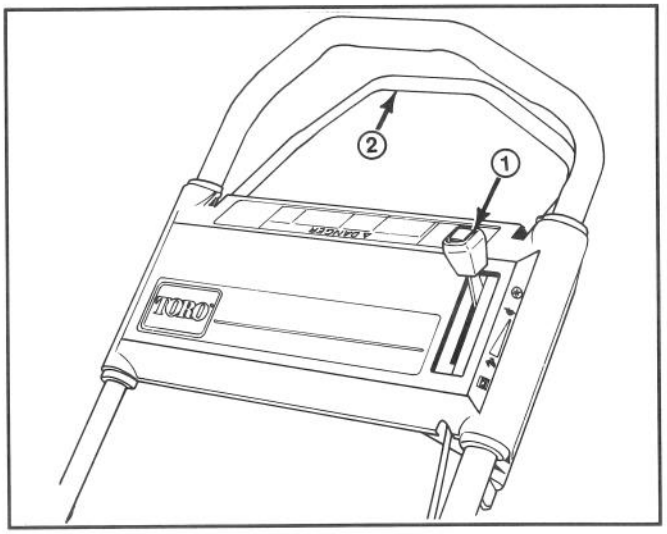
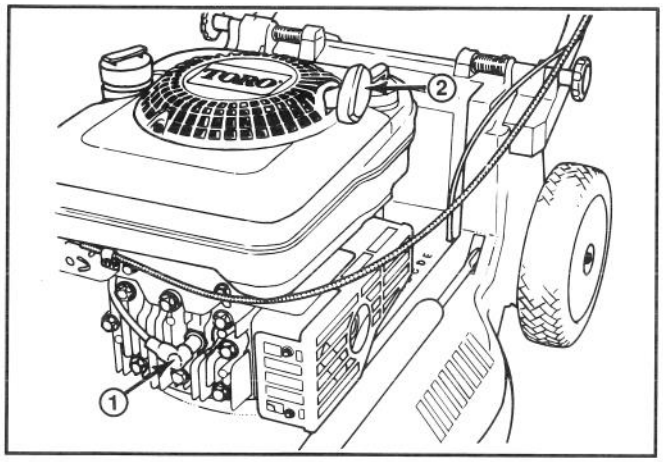

Afbeelding 8
Afbeelding 9
BEDIENINGSSYSTEMEN—Gasklep en bedieningsstang voor de zelfaandrijving bevinden zich op bovenste hendel (Slechts op zelfrijdend model) (Afb. 8). Repeteerstarter bevindt zich boven op motor (Afb. 9).
1. Duw de draad op bougie (Afb. 9).
1. Zet de motor af en trek de draad van de bougie (Afb. 9).
1. Zet de motor af en wacht totdat de motor is afgekoeld. Trek draad van bougie (Afb. 9).
1. Zet de motor af en trek draad van de bougie (Afb. 9).